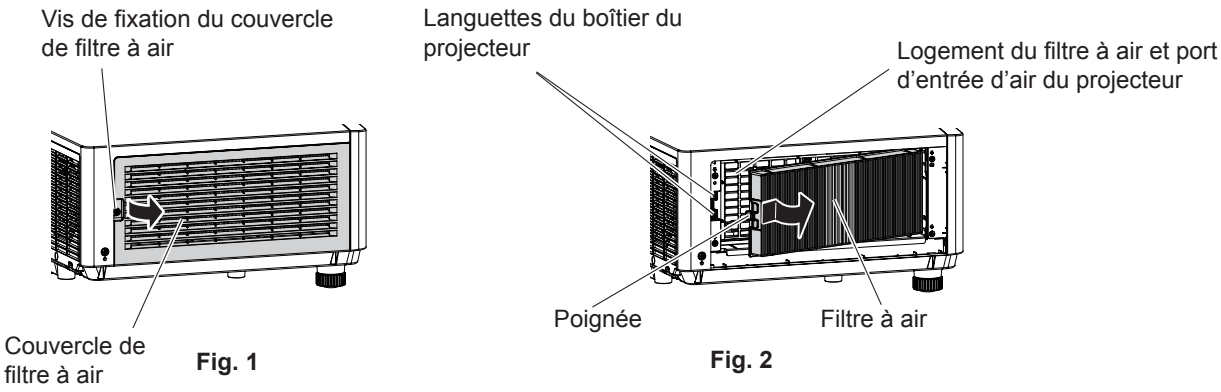

Fig. 1 Fig. 2
2) Retirez le couvercle de filtre à air. (Fig. 1)